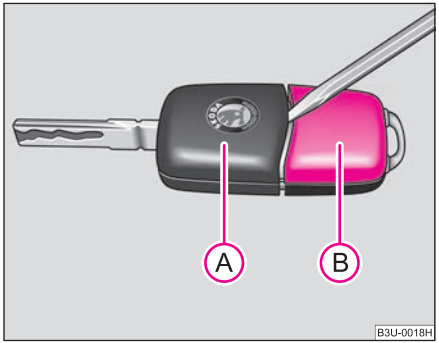

Fig. 20 Disconnect key with radio remote control
Each master key contains a battery which is housed in the cover (B) of the transmitter housing ⇒ fig. 20. We recommend that you have the batteries of the key replaced by a Škoda Service Partner. You should, however, proceed as follows if you wish to replace the battery yourself:
– Use a screwdriver to carefully lever off the front part of the key (A) ⇒ fig. 20 from the transmitter housing (B).